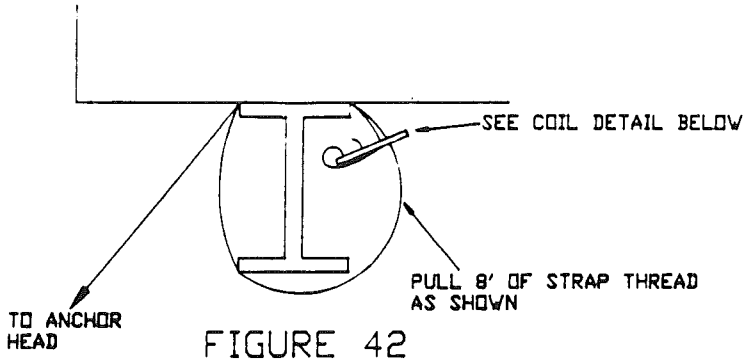

FIGURE 42
4. EACH OF THE STRAPS AND CONNECTIONS TO THE I-BEAM MUST HAVE AN ULTIMATE STRENGTH OF 4725 LBS. SEE FIG. 42, 43 & 44.
4. EACH OF THE STRAPS AND CONNECTIONS TO THE I-BEAM MUST HAVE AN ULTIMATE STRENGTH OF 4725 LBS. SEE FIG. 42, 43 & 44
4. EACH OF THE STRAPS AND CONNECTIONS TO THE I-BEAM MUST HAVE AN ULTIMATE STRENGTH OF 4725 LBS. SEE FIG. 42,43 & 44